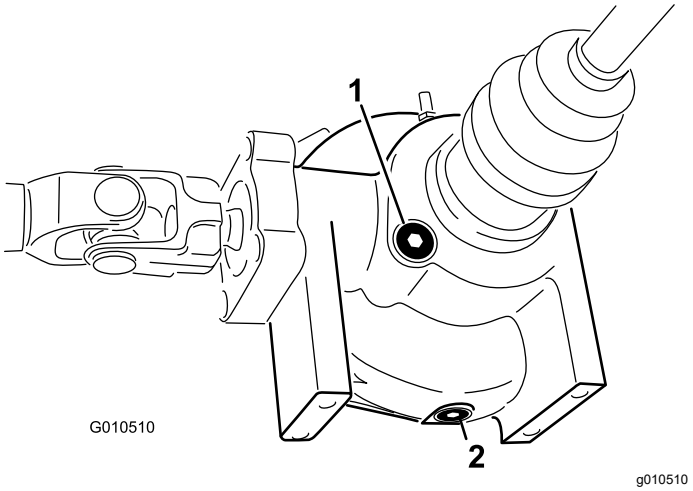

**Figur 52**
2. Gör rent runt avtappningspluggen på differentialens ena sida (Figur 52).